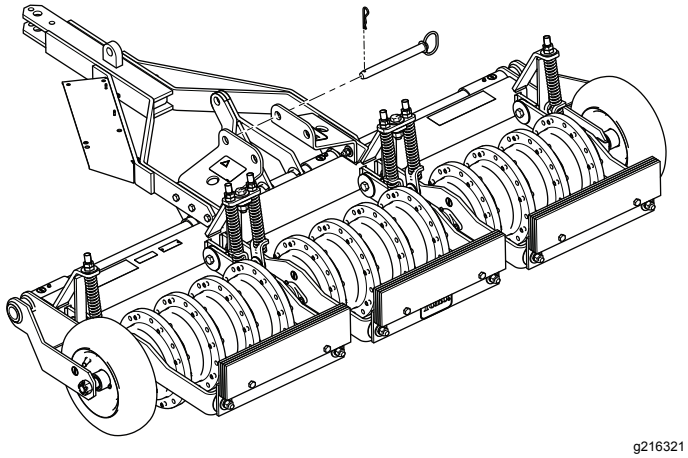

Figuur 8
5. Plaats de vergrendelpen en bevestig deze met de kleine R-pen zoals afgebeeld op Figuur 8.